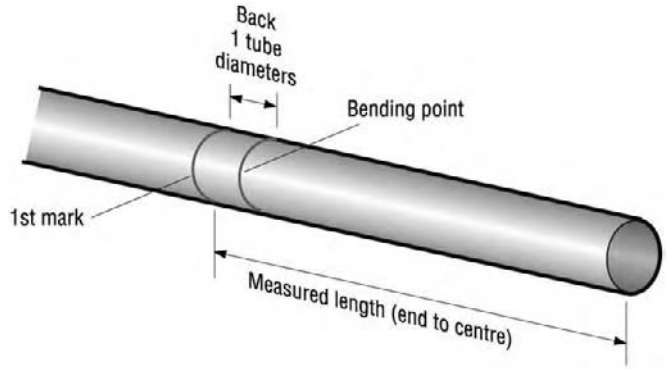

Figure 3.10 *Bending point for spring-loaded 90° bend*
- Then the correct sized, lubricated spring is inserted and bent to the required angle. With a bend radius equal to 4 diameters, the 'gain' is 1 tube diameter. Figure 3.10 shows